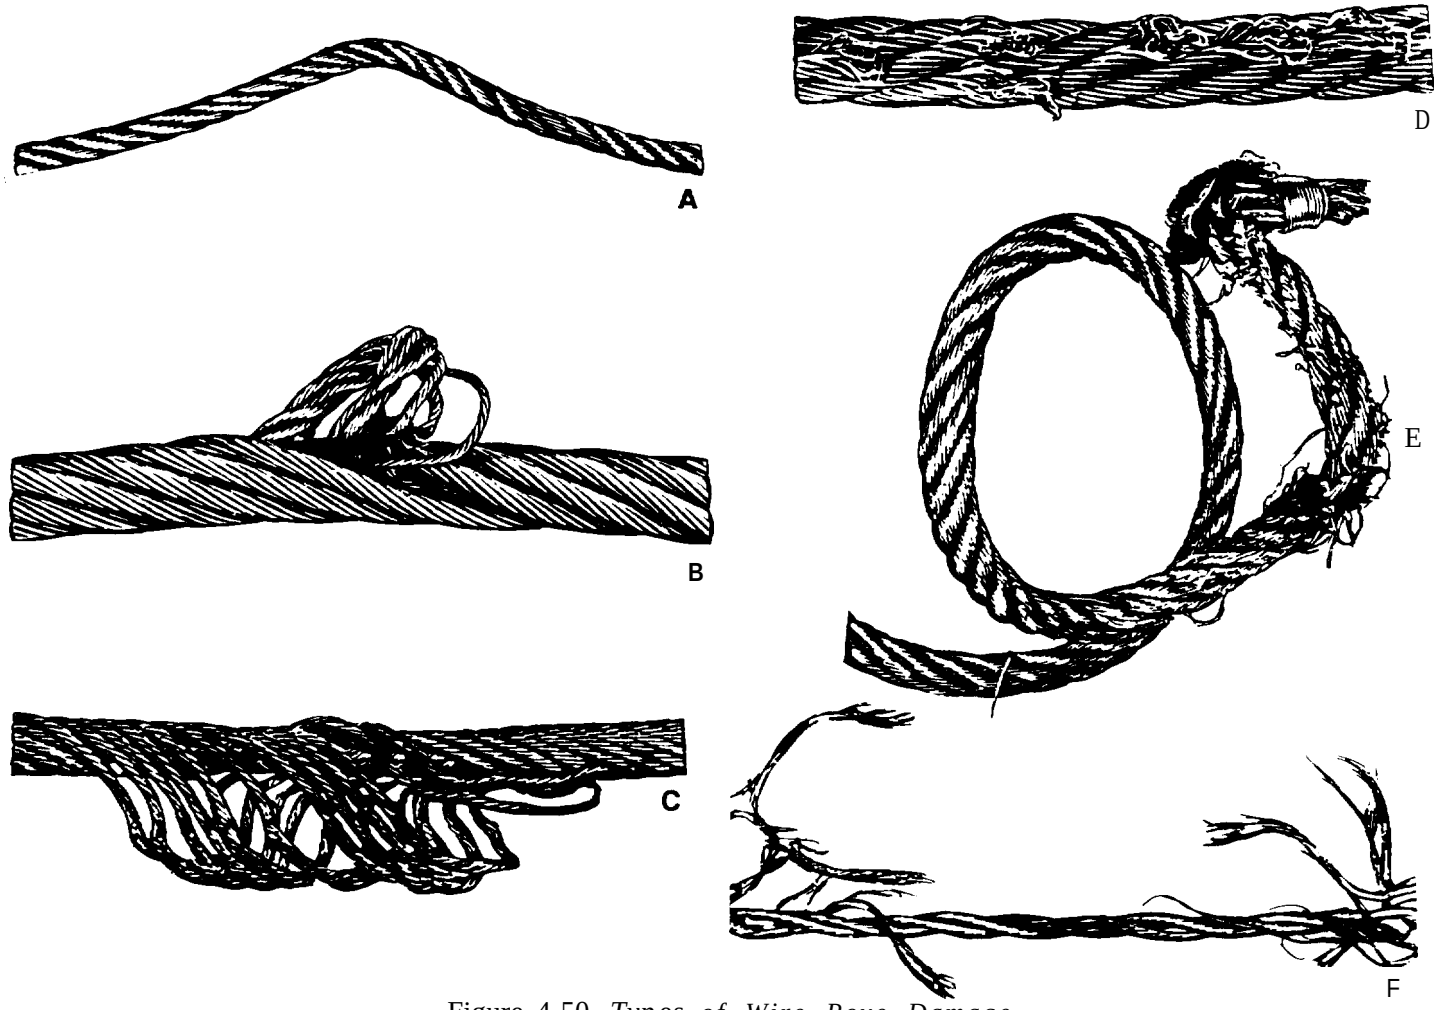

Figure 4-50. *Types of Wire Rove Damage*
7. There are different types of wire rope damage (Figure 4-50):
a. Dog leg (A).
b. Popped core (B).
c. Bird caging (C).
d. Snagged strand wires (D).
e. Spiraling that is brought about when rope jumps from the sheave (E).
f. A tension break resulting from overloading (F).